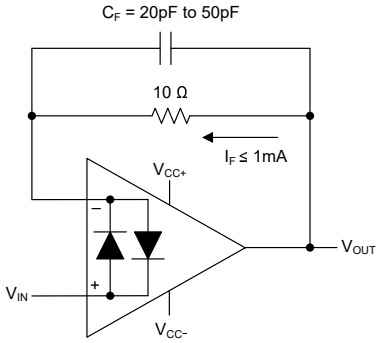

图 6-1. 电压输出器
TLE202x-Q1 电路包含输入保护二极管，用于限制输入晶体管两端的电压；然而，如果这些二极管处于正向导通状态，电路中并未设计限流措施。当器件在电压输出器配置下运行并由快速的大信号脉冲驱动时，有时会发生这种情况。使用反馈电阻器将电流限制为最大 1mA，以防止器件性能下降。该反馈电阻器与器件的输入电容形成一个极点。如果反馈电阻值大于 10kΩ，该极点会降低放大器的相位裕度。图 6-1 展示了为了缓解此问题，可添加一个与反馈电阻器并联的电容器（20pF 至 50pF）。
- 更新了图 6-1 *电压输出器* 23